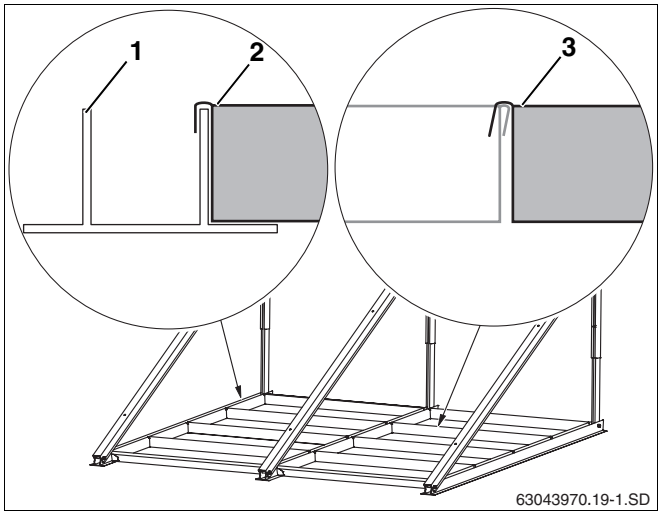

Abb. 27 Je Kollektor 4 Beschwerungswannen
- Beschwerungswannen (Abb. 27, **Pos. 2**) in untere Profile (Abb. 27, **Pos. 1**) und ineinander (Abb. 27, **Pos. 3**) legen.